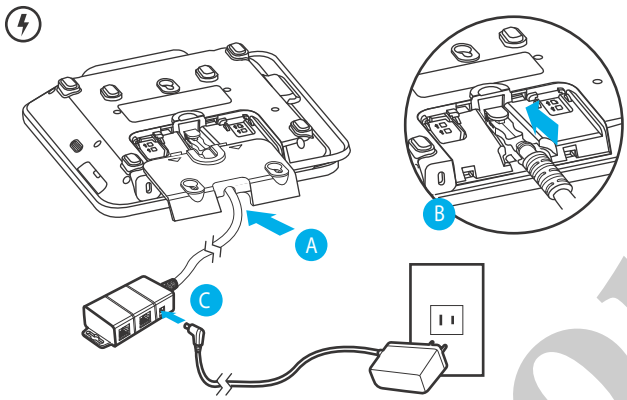

Figure 9 Connecting Base Cable to Device
1. Connect the Multiport cable (Example MSC445-010-00-A) to the Multiport at the back of the device, Figure 9 (B).